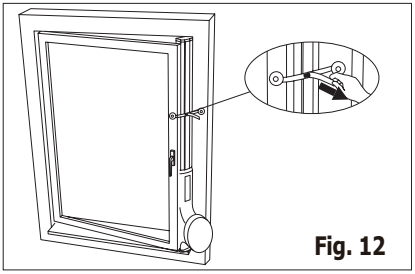

Fig. 12
3. Appuyez de nouveau sur le levier de verrouillage pour fixer la longueur du kit de glissière de fenêtre, puis fermez la fenêtre et coincez le kit de fenêtre entre la fenêtre et l'encadrement de la fenêtre. Pour fixer le kit de fenêtre, décollez le film de protection à l'arrière des onglets de l'ancrage et fixez-la sur l'encadrement de la fenêtre, puis fixez la sangle (Fig. 12).